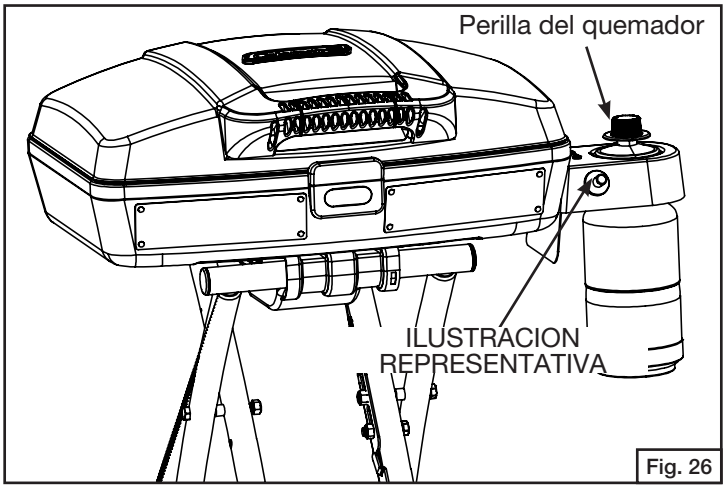

Fig. 26
2. Ajuste la llama con la válvula reguladora. (Fig. 26 y 27)